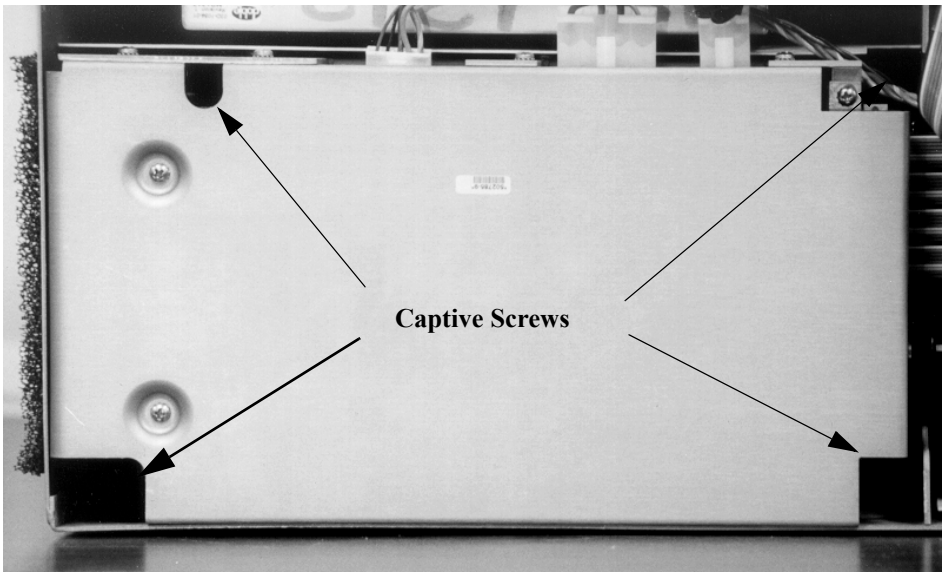

Figure 4.32 Amplifier Assembly, Captive Screw Locations
3. Insert a 15” flat-blade screwdriver into each of the four notches on top of the Amplifier Assembly to unscrew the four captive screws (Figure 4.32). The four screws attach the Amplifier Assembly to the bottom of the chassis.